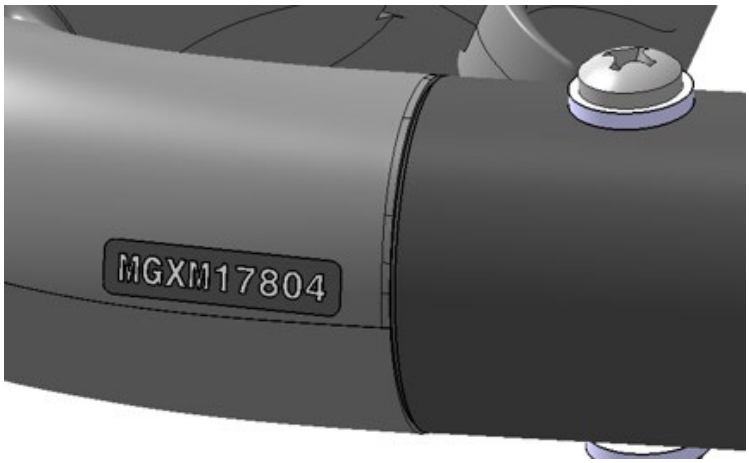

Figure 34 – Decal of the grip
31. Refer to Figure 34. Remove the decal in the lower area of the grip.